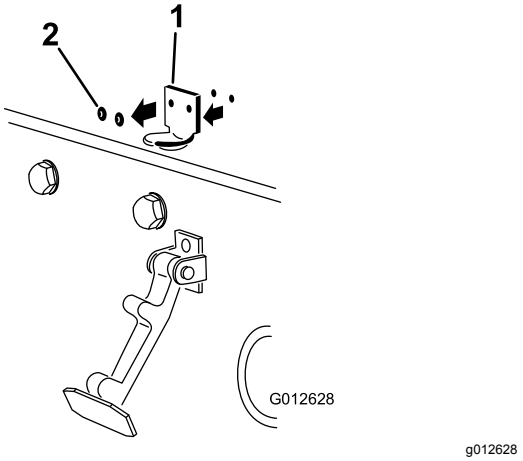

Figur 3
2. Fjern de to naglene som fester panser-låsbraketten til panseret (Figur 3). Fjern panserlåsbraketten fra panseret.